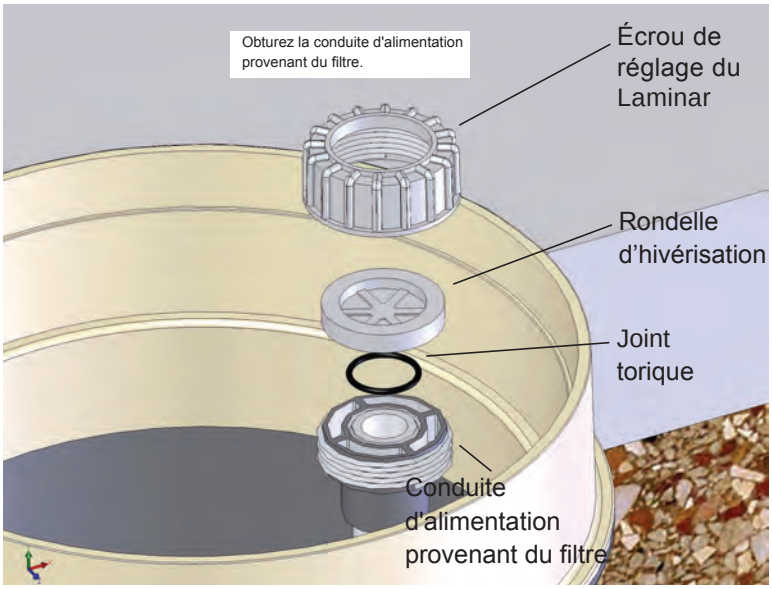

Figure 6
7. Servez-vous d'un écrou de raccord union pour obturer la conduite d'alimentation provenant du filtre (Figure 6).